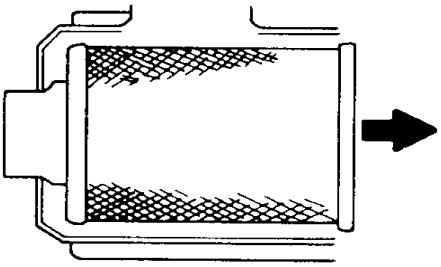

FIGURA 7-7
b. EVITE DESPLAZAR EL POLVO DEL FILTRO. Tire suavemente del filtro para sacarlo del tubo de salida y de la caja. Evite golpear el filtro contra la caja (Figura 7-7).